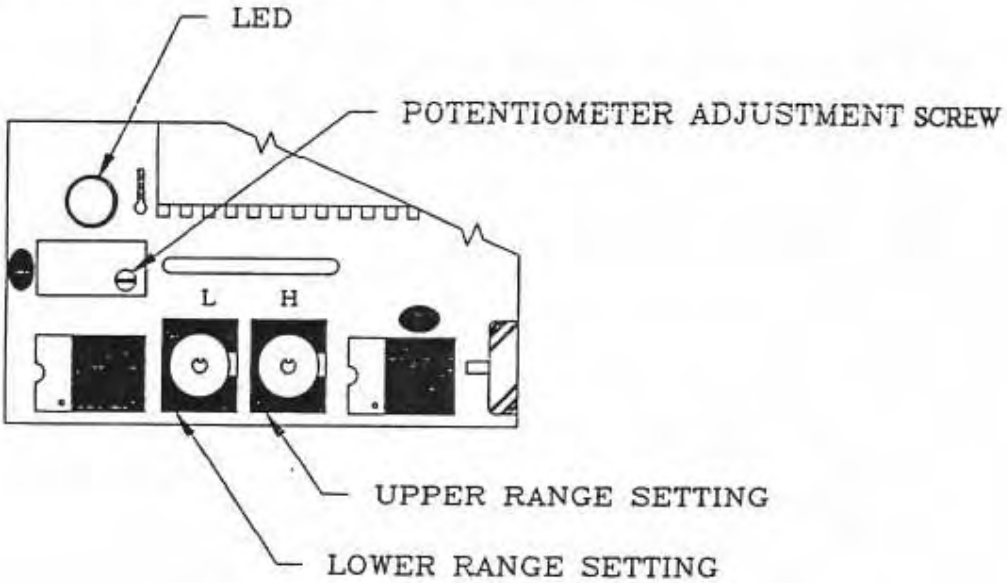

Figure 1
2. With power on, pull pendant trigger to full on position. Adjust potentiometer adjustment screw located next to the red light (see Figure 1) until light just turns off, then turn trim pot back until the light just comes on. The light should stay on during full trigger movement. Clockwise rotation of the trim pot will turn light off. Counter-clockwise rotation will turn the light on. This "tunes" the amplifier to the trigger potentiometer.
3. After warming the hydraulic system oil, determine which function should be used to set the low position switch (ROTATE USES THE LEAST AMOUNT OF PRESSURE). Activate that function with trigger released, and turn the lower range setting dial (REF. FIG 1: MARKED WITH "L" ON CIRCUIT BOARD) until the desired speed is reached. The "Zero" and the "F" on the dial are opposite ends of the switch. To adjust the low set point, **turn CLOCKWISE DIRECTION for INCREASED FLOW, COUNTER CLOCKWISE DIRECTION for DECREASED FLOW.** This adjusts the "Threshold Speed" for the trigger in the released position.
4. Operate the boom up function with trigger pulled back to the maximum position. Turn the high range setting dial (REF. FIG 1, MARKED WITH "H" ON CIRCUIT BOARD) until there is a noticeable decrease in speed, then back up one or two notches as desired. "Zero" is the maximum speed setting and "F" is the most reduced speed setting. To set the high range dial, **turn CLOCKWISE DIRECTION for DECREASED FLOW, COUNTER CLOCKWISE DIRECTION FOR INCREASED FLOW.** This operation adjusts the trigger "Dead Band" at the fully pulled position.
IF THE THREE FUNCTIONS, BOOM DOWN, HOIST UP AND EXTEND OUT, QUIT WORKING, the problem probably lies in either the Overload System or the Anti-2-block system or both. If these three functions are NOT WORKING and most other functions are, an investigation should be made as follows: (reference: Figure 1)